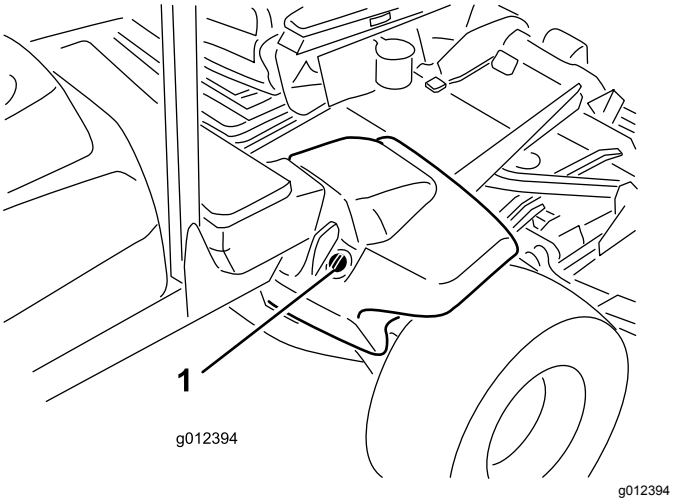

Figura 21
2. Limpie la zona alrededor del cuello de llenado y el tapón del depósito hidráulico (Figura 21). Retire el tapón del cuello de llenado.